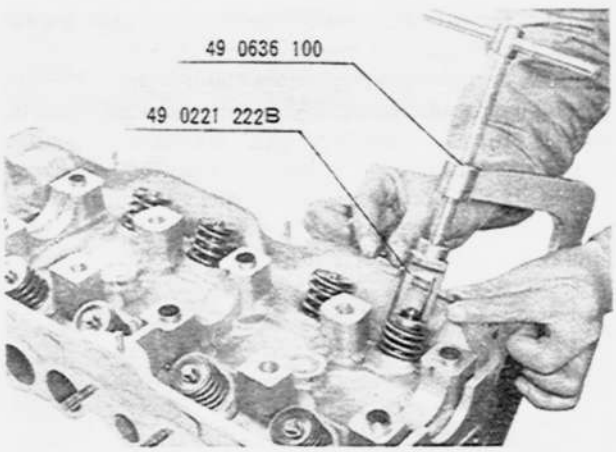

Fig. 1–6 Removing of valve
2. Use the **valve spring lifter** (49 0636 100) as shown in Fig. 1–6 and compress the valve springs.